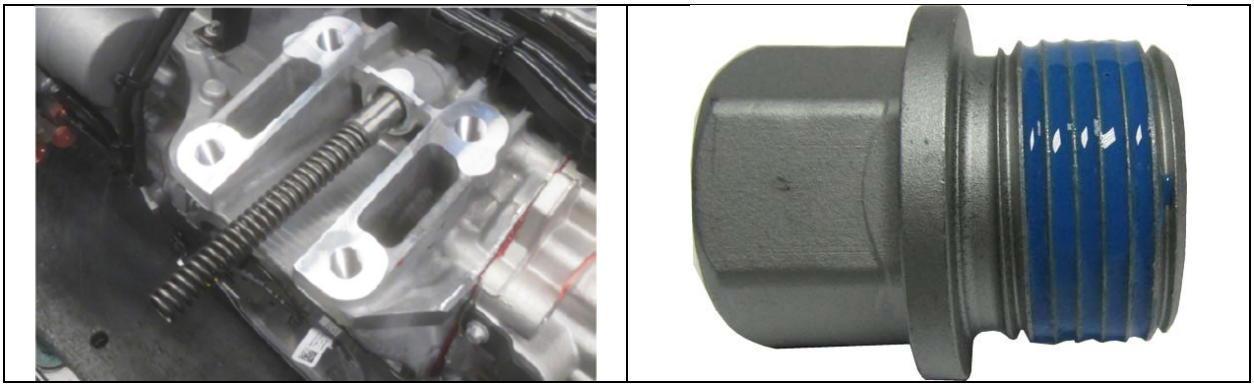

Figure 11 – Installation Of Range Shift Fork Detent Spring Nut Cap
23. Apply Loctite® 243 or 248 to the threads of the range shift fork detent spring nut cap and reinstall the detent, spring and nut cap into the transmission. You will need to push on the nut cap towards the transmission to compress the spring (80 lbs) when installing it. Tighten the nut cap to 60 N·m (44 lb·ft). See Figure 11.